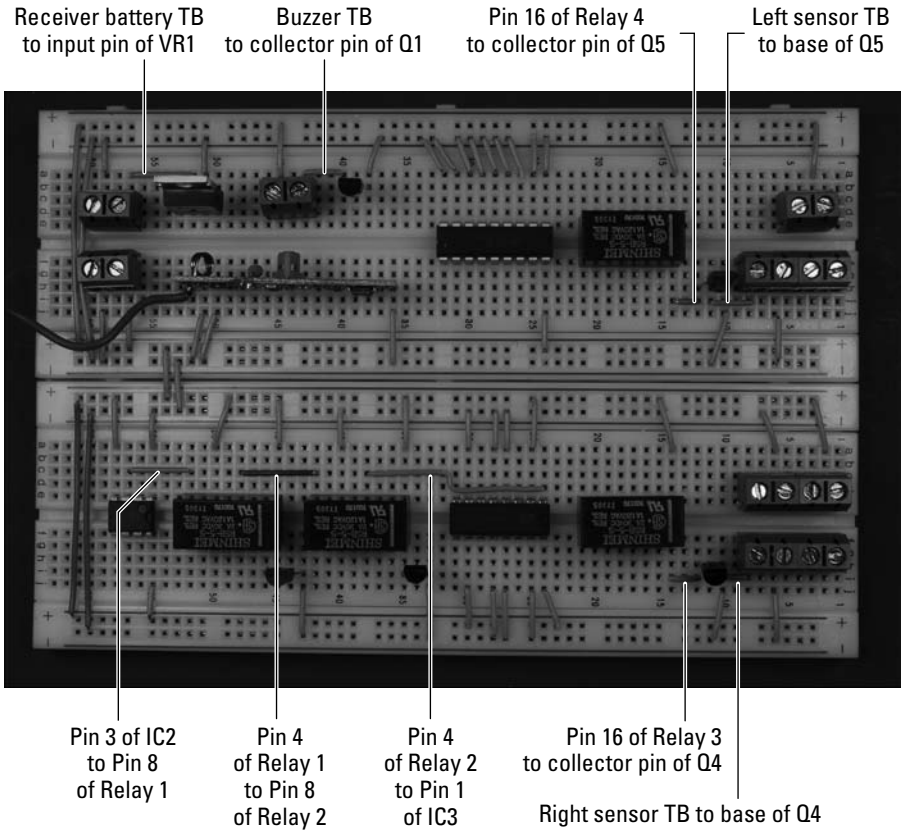

Figure 13-23: Hook up the IC, terminal blocks, relays, and discrete components.
6. **Insert wires to connect the ICs, terminal blocks, relays, and discrete components, as shown in Figures 13-23, 13-24, and 13-25.**